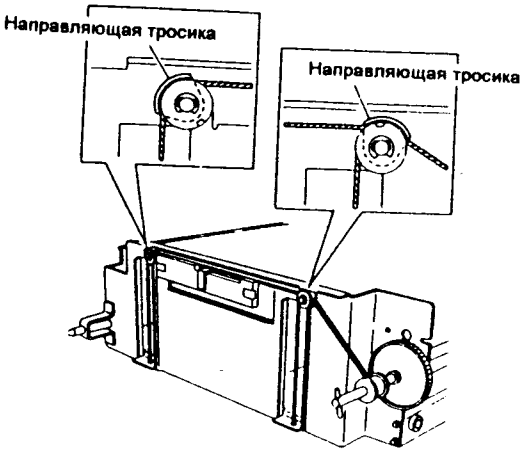

Рис. 11 NZM-0164
• (Рис. 11): Расположите направляющие тросиков, как показано на рисунке 10.